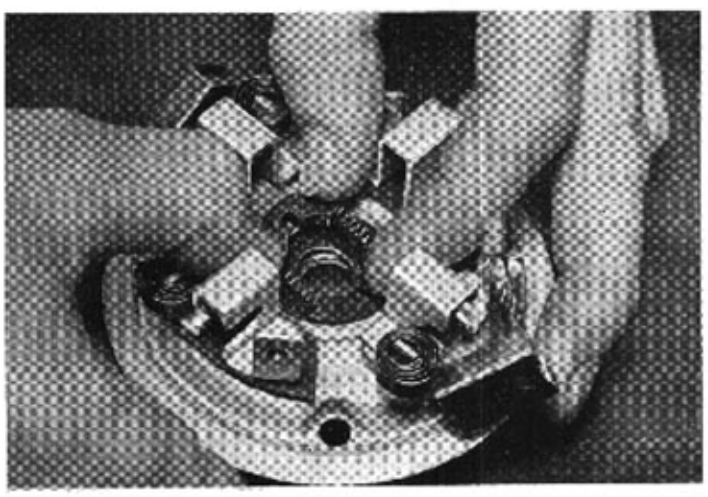

Bild 33-21. Montering av rotorbroms
1. Montera rotorbromsen i kommutatorsidans lagersköld, se bild 33-21, och ledningen mellan de positiva elborstarna.